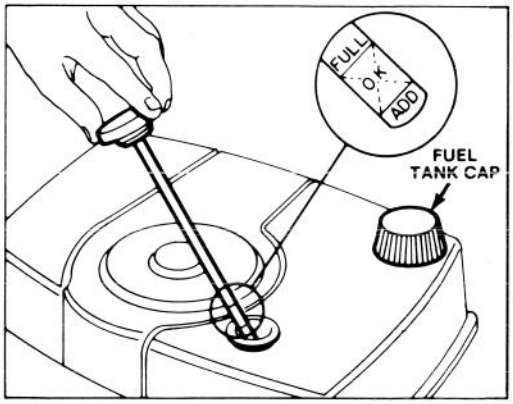

Figure 3
3. Wipe dipstick and insert it into filler neck. Rotate cap clockwise 1/4 turn. Then remove dipstick and check oil level of oil (Fig. 3) If level is low, add only enough oil to raise level to FULL mark on dipstick. DO NOT FILL ABOVE FULL MARK BECAUSE ENGINE COULD BE DAMAGED WHEN STARTED.
1. Clean around fuel tank cap and remove cap from tank (Fig. 3). Using unleaded gasoline, fill fuel tank to within 1/2 inch (13 mm) from top of tank.